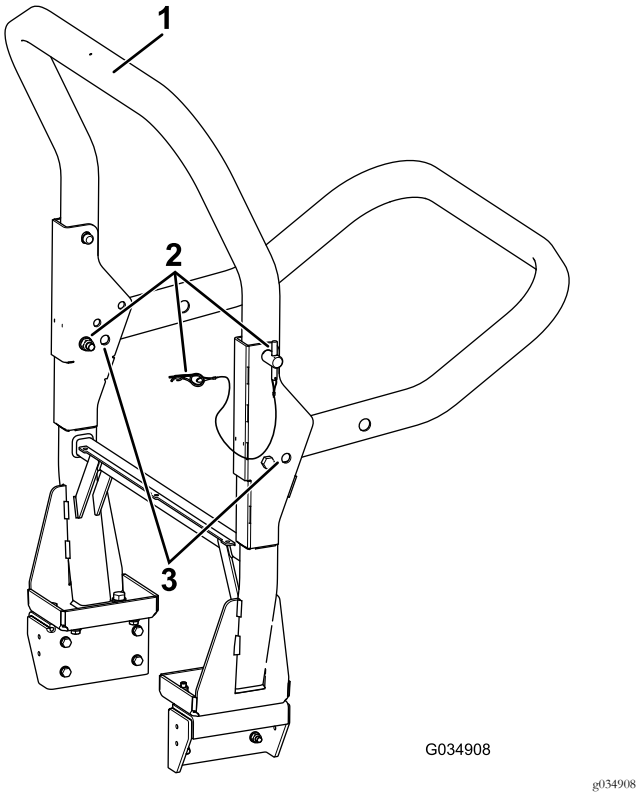

Figur 34
2. Stötta den övre ramens vikt samtidigt som du tar bort hårnålssprintarna och tapparna från tappfästena (Figur 34).